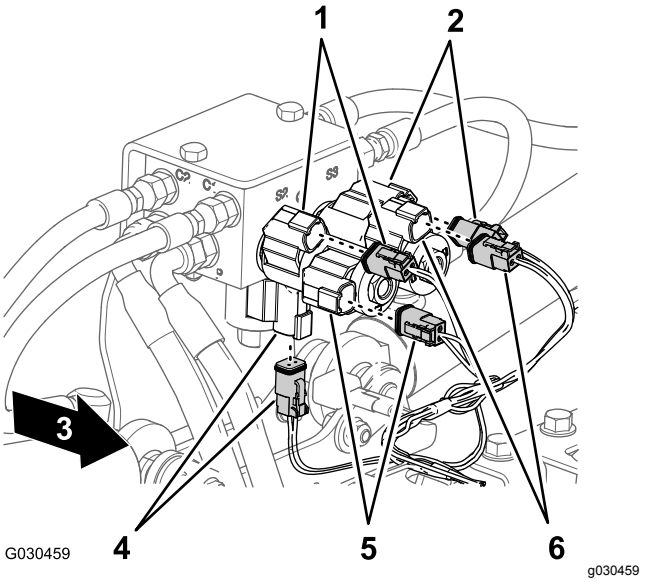

Figur 57
4. Bak på maskinen, koble fra de følgende kontaktene med to sokler (Figur 57) for løftesylindermanifolden på følgende måte: